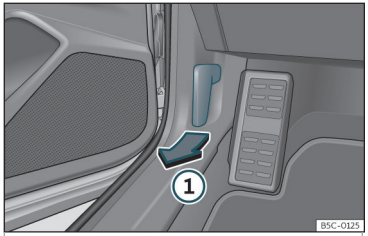

Fig. 183 Palanca de desbloqueo en el espacio reposapiés del conductor.
- Abra la puerta y tire de la palanca que hay debajo del tablero de instrumentos ››› **fig. 183** ①.